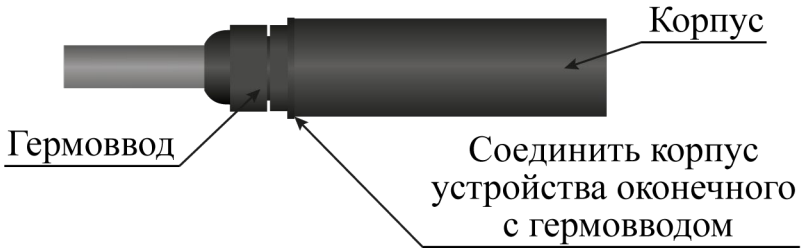

Рисунок 4.15
– навернуть корпус устройства оконечного на гермоввод до упора, не допуская проворачивания экрана относительно кабеля внутри устройства оконечного (рисунок 4.15);